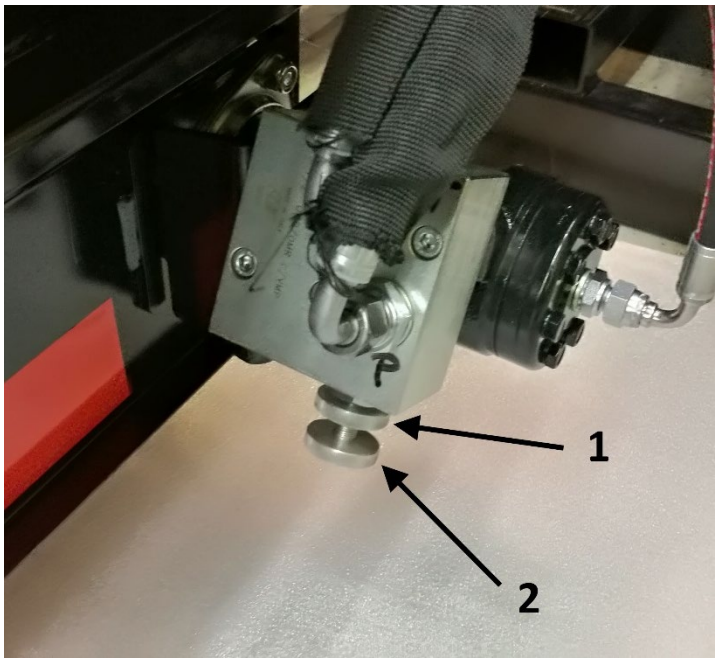

Fig. 11B
8. Réglage de la vitesse du convoyeur de décharge (Fig 11B)